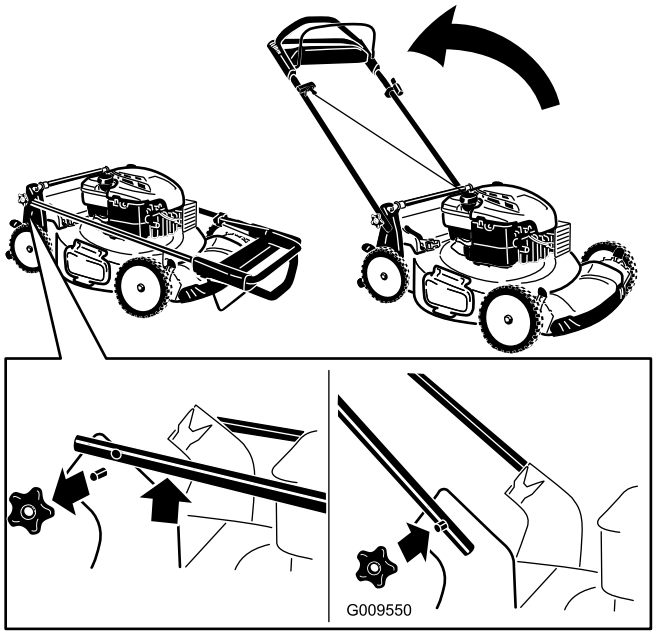

Figur 3
1. Fjern håndtagsknapperne fra maskinens hus (Figur 3).